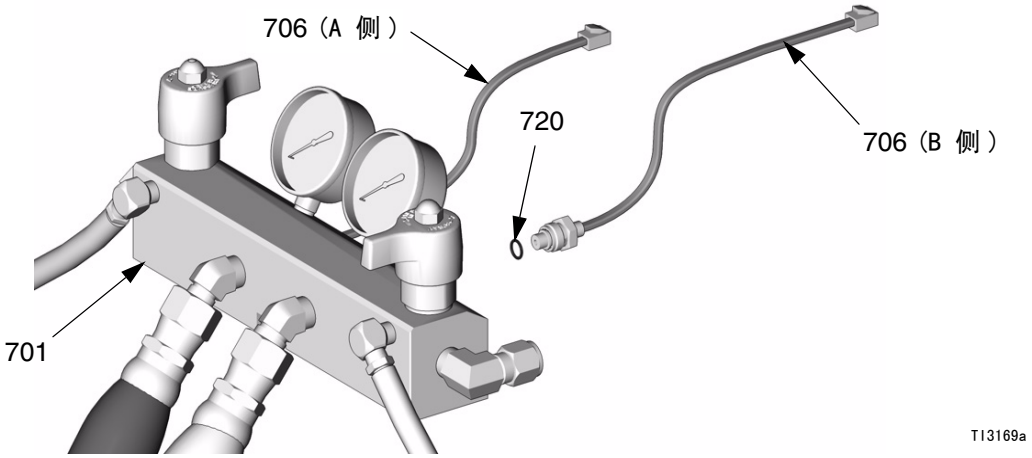

图 8. 传感器
6. 将 O 形圈（ 720 ）装到新的传感器（ 706 ）上，图 8。